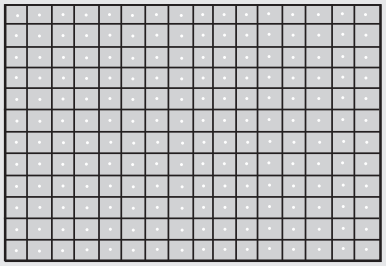

Figure 32. **H-Adjustment**
1. If horizontal linearity is poor, in Serviceman Mode, adjust data “H LIN” (See Fig. 32)